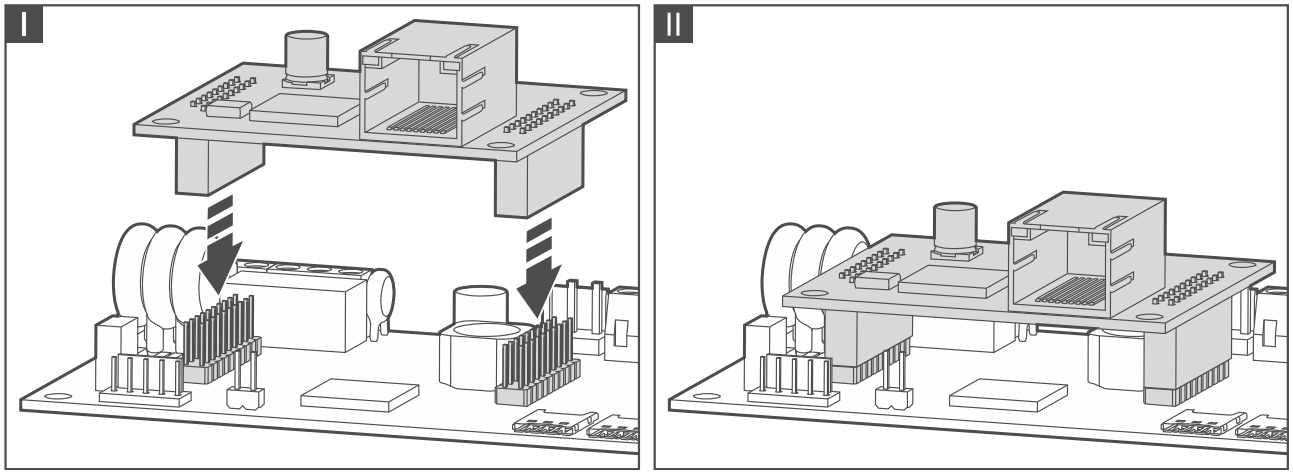

Rys. 19. Mocowanie modułu GSM-X-ETH na płytce elektroniki modułu GSM-X LTE.
3. Zamocuj moduł ethernetowy GSM-X-ETH w złączach na płytce elektroniki modułu GSM-X LTE (rys. 19).